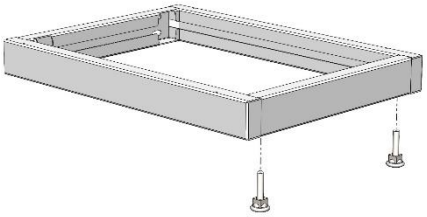

Рис. 5
- В случае с одной тумбой – подготовить универсальную раму для тумб: установить регулируемые опоры *(Рис. 5)*